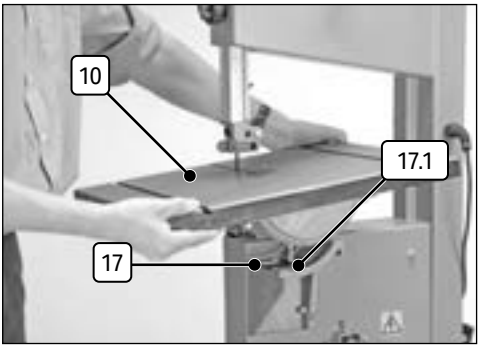

Fig. 1
6.1 Installing the Table (Fig.1)